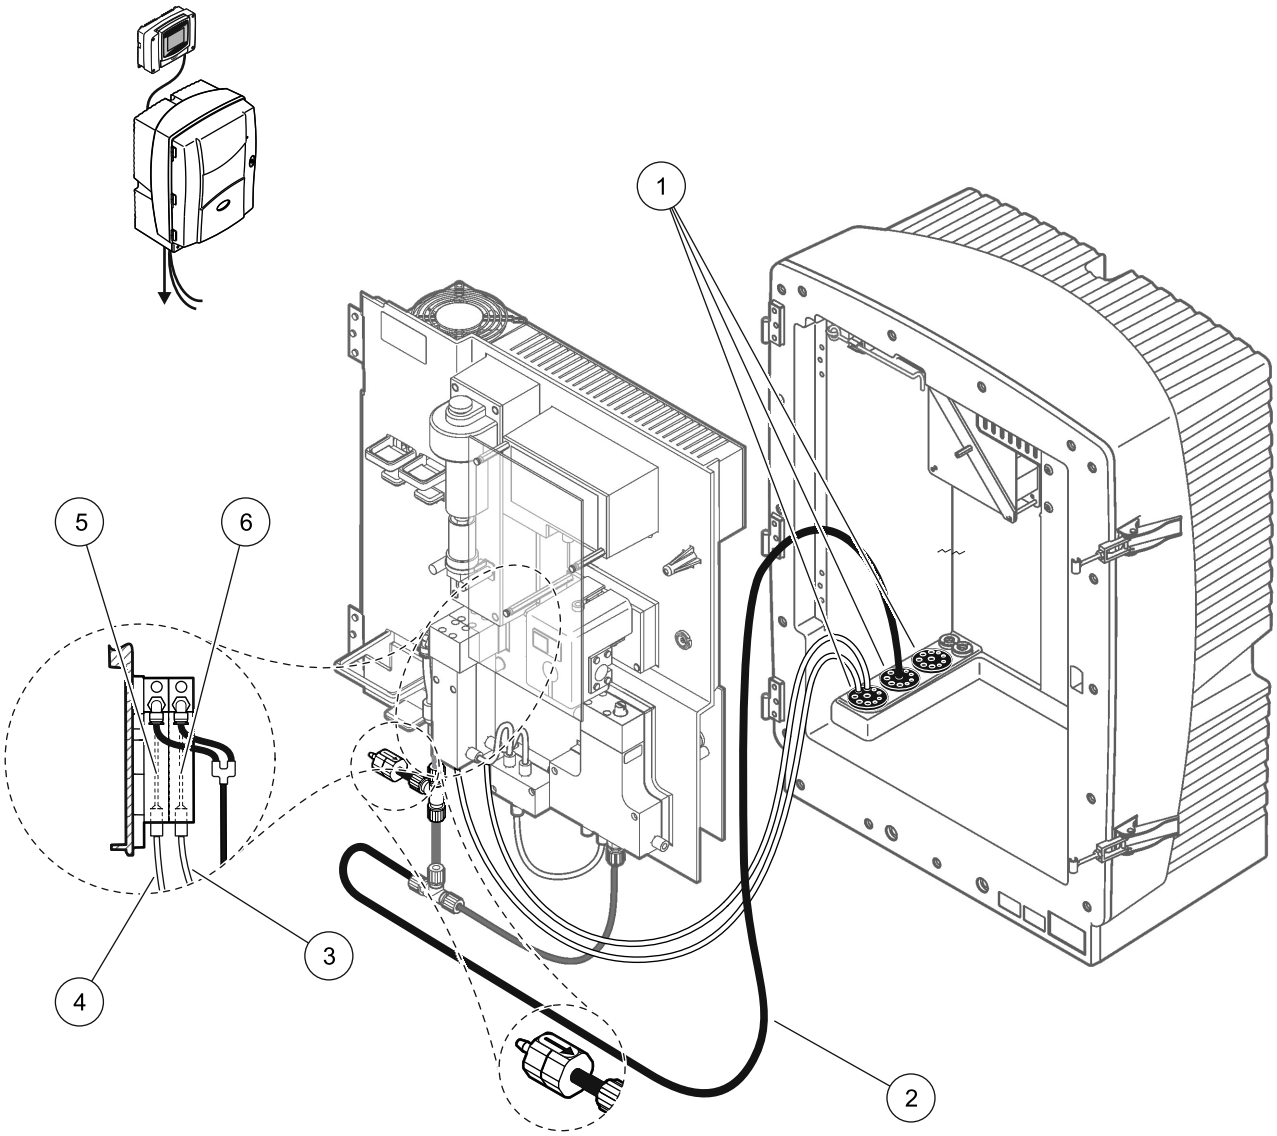

图 40 选项 11a 设置
请参考图 40 以及选项 11a 的以下说明：
3. 使用 3 号密封塞通过分析仪引出排放管 （图 40，项目 2）。